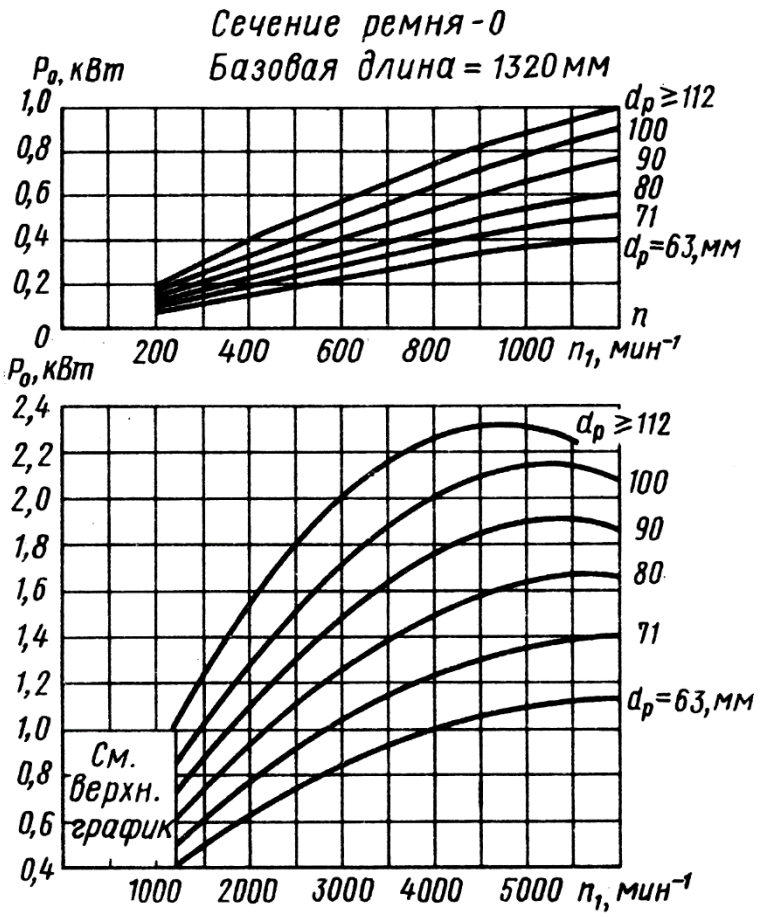

Рис. 2. Номинальная мощность, передаваемая сечением О
2. По графикам рис. 2–4 определяют номинальную мощность P_0 , предаваемую одним ремнём в условиях типовой передачи при угле обхвата ведущего шкива 180º и передаточном числе $U = 1$, спокойной нагрузке, базовой длине ремня, среднем ресурсе. Расчёт выполняют по диаметру малого ведущего шкива d_{p1}. При выборе диаметров из числа стандартных следует учитывать, что при меньших диаметрах уменьшаются габариты передачи, но увеличивается число ремней.